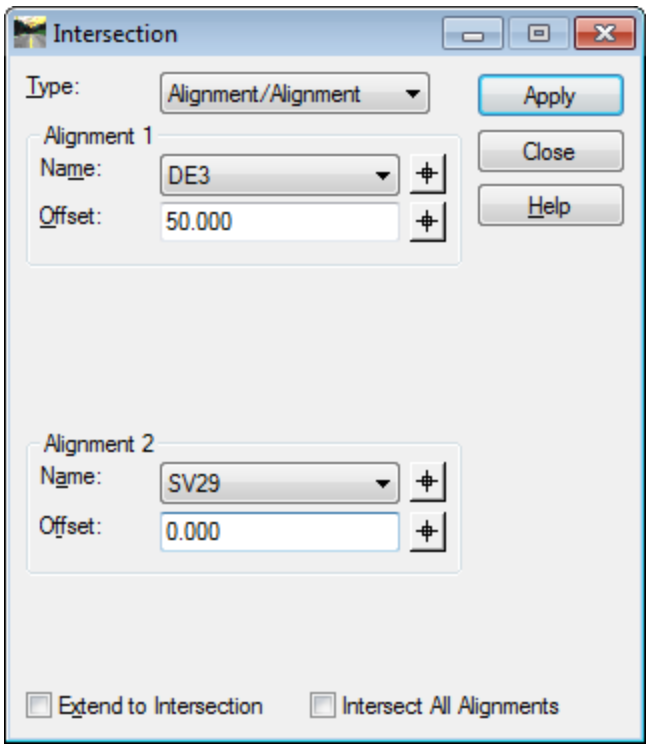
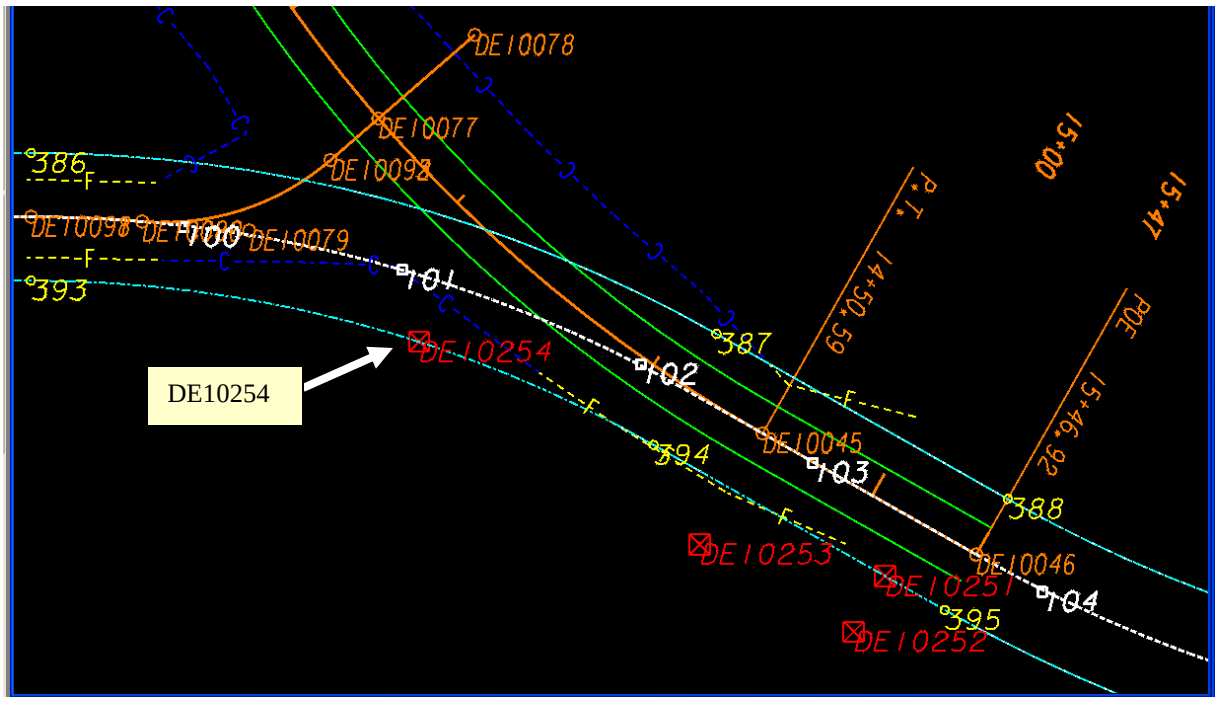

Figure L12-71 Intersection
Figure L12-72 MicroStation View
63.	**Store a Cogo Point at the Intersection of DE3 offset 50' Right and the Property Alignment SV29.** • In InRoads, select **Geometry ► Locate ► Intersection**. • Match the entries shown in *Figure L12-71*. • Click **Apply**. The **Locate Results** dialog opens. • Notice in MicroStation a purple X ( ) identifies the tentative location of the Point. • In the **Locate Results** dialog, select the **Style:** ***REQD_P_RWRM***. • In the **Locate Results** dialog, click **Accept** to accept the location and store the Point. • Close the **Intersection** dialog. • If a **Results** window appears – click **Close** to exit the **Results** window. • Ensure Point **DE10254** was drawn in MicroStation as shown in *Figure L12-72*.